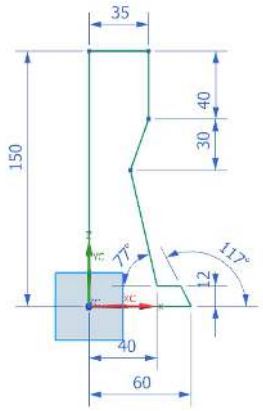

Figure 3-37 *The completed sketch displayed after adding required constraints and dimensions*
1. Double-click on the dimension of line 6; a dynamic edit box is displayed. Modify the value of the dimension to **40** and press Enter. Next, drag and place the dimension on the right of the sketch, refer to Figure 3-37.
3. Select line 8 and then place the dimension on the left of thesketch; an edit box with default value is displayed. Enter **150** in this edit box and press the Enter key; the dimension value is modified, refer to Figure 3-37.
4. Select line 5 and then place the dimension on the right of the sketch. Next, modify the dimension value to **30** and press the Enter key, refer to Figure 3-37.
5. Select line 7 and place the dimension above the sketch. Next, modify the dimension value to **35** and press Enter, refer to Figure 3-37.
6. Select line 2 and then line 1; an angular dimension gets attached to the cursor. Move the cursor outside the sketch towards right and click the left mouse button to place the dimension. Next, modify the dimension value to **117** and press Enter, refer to Figure 3-37.
7. Select lines 3 and 4; an angular dimension is attached to the cursor. Move the cursor inside the sketch and place the dimension. Next, modify the dimension value to **77** and press Enter, refer to Figure 3-37.
9. Select line 2 and place the dimension on the right of the line. Next, modify the dimension value to **12** and press Enter, refer to Figure 3-37. Press the Esc key.
10. Choose the **Fit** tool from the **Operation** group of the **View** tab. The resulting sketch after adding all the dimensions is shown in Figure 3-37.